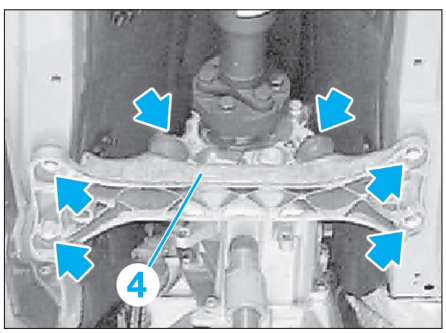

Fig. 16
- [1]. Clé à ergots pour le desserrage du palier de levier de vitesses (réf BMW : 25 1 120) **(Fig.16)**.
- les vis et les écrous (flèches) **(Fig.16)**,
- la traverse de soutien (4).